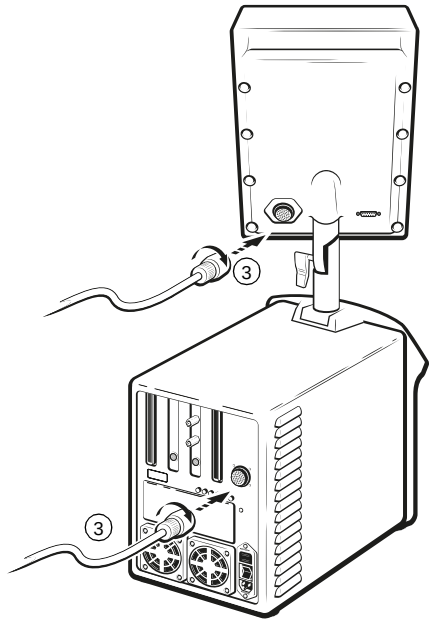

Abbildung 3-2. Anschließen des Kabels an der Bedieneinheit und am Grundgerät
3. Schließen Sie das Bedieneinheitskabel an der Rückseite der Bedieneinheit und an der entsprechenden Buchse an der Rückseite des Grundgeräts an (siehe Abbildung 3-2). Achten Sie darauf, dass die Stecker des Kabels fest in den Buchsen sitzen, und verriegeln Sie durch Drehen des Steckerkragens die Verbindung. Welcher der Stecker des Kabels an der Bedieneinheit bzw. am Grundgerät angeschlossen wird, ist ohne Belang.
5. Schließen Sie das Bedieneinheitskabel an der Rückseite der Bedieneinheit und an der entsprechenden Buchse an der Rückseite des Grundgeräts an (siehe Abbildung 3-2). Achten Sie darauf, dass die Stecker des Kabels fest in den Buchsen sitzen, und verriegeln Sie durch Drehen des Steckerkragens die Verbindung. Welcher der Stecker des Kabels an der Bedieneinheit bzw. am Grundgerät angeschlossen wird, ist ohne Belang.